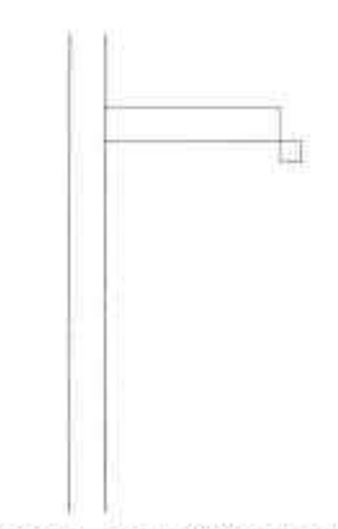

图20-33 绘制正方形
Step 03 执行“矩形”命令，绘制长 60mm、宽 60mm 的正方形，如图 20-33 所示。